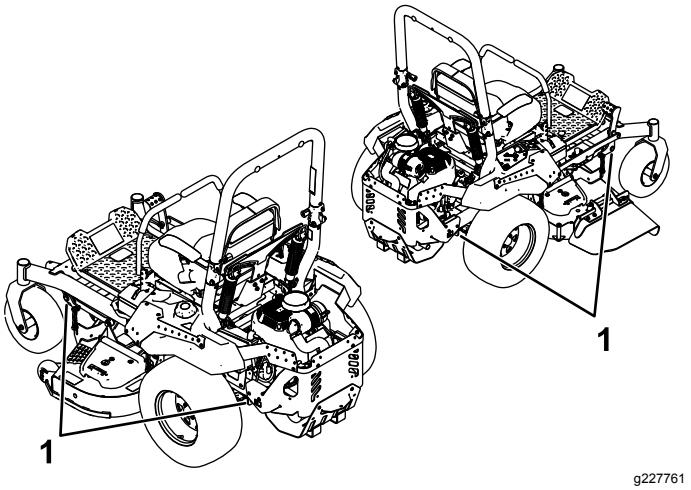

Figure 36
6. Arrimez la machine près des roues pivotantes avant et du pare-chocs arrière à l'aide de sangles, chaînes, câbles ou cordes (Figure 36). Reportez-vous à la réglementation locale concernant les exigences en matière d'arrimage.